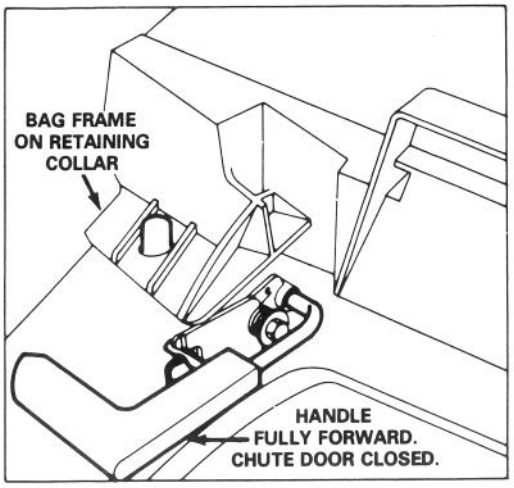

Figure 9
3. INSTALLING BAG — Slide hole in bag frame onto retaining collar on housing (Fig. 9) and set rear of bag frame onto lower handle.
5. EMPTYING BAG — Release control bar and wait for blade to stop. Move chute door handle forward to engage the locking pin with catch (Fig. 9). Grasp handle at front and rear of bag and lift bag off mower. For protection, always keep hands and feet away from mower housing because engine is running. Gradually tip bag forward to empty clippings.
Five letters cast into the housing represent each graduated increment (Fig. 9).
2. For easier adjustment, lift housing up so wheel is off ground. Squeeze adjusting lever toward wheel and move them to desired setting (Fig. 9). Assure pin on adjusting lever engages notch in housing. Adjust all wheels to the same setting.